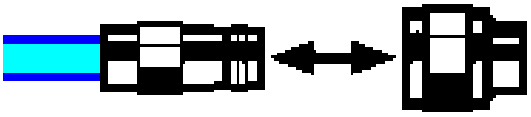

图 3.1 互连器件的轴心在一条直线上
a) 如图 3.1，对准两个互连器件的轴心，保证阳头连接器的插针同心地滑移进阴头连接器的接插指孔内。